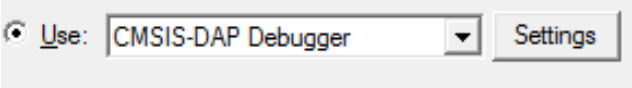

图 3.3
2. 用 Keil 打开对应的软件包,编译，设置 Debug，选择 CMSIS-DAP Debugger, SW 接口，然后下载，按 Reset，LPC824 下载完毕。如图 3.3。